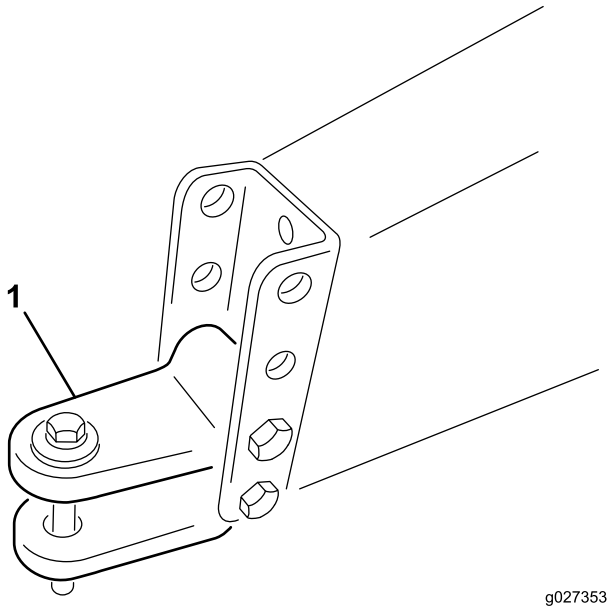

Figur 3
A. Fjern boltene og låsemutrene som fester koblingssjakkelen (Figur 3) til maskinrammen.